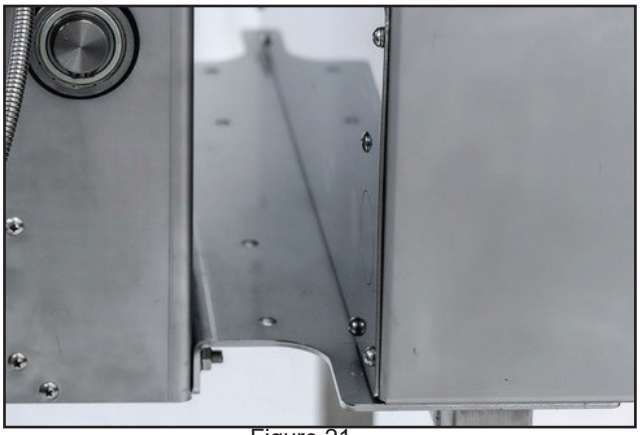

Figure 21
A. Align the studs on the tower bottom bracket with the holes on the tower base bracket. Secure but do not snug hardware to help support weight of tower assembly (Figure 21).